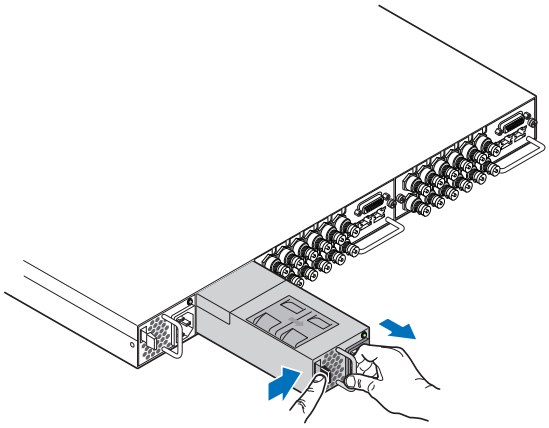

Figure 1–6: Removing the Power Supply
2. Press the release lever to the right and pull the handle to remove the power supply, as shown in *Figure 1–6*.